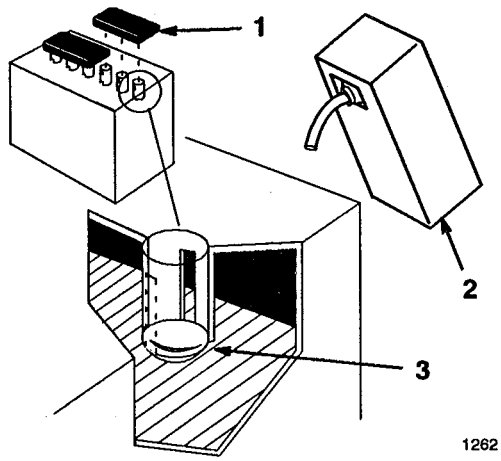

Figure 5
2. Remove the filler caps from the battery. Slowly pour electrolyte into each cell until the electrolyte level is up to the lower part of the tube (Fig. 5). Use an electrolyte with a specific gravity of 1.265.
5. Slowly pour electrolyte into each cell until the level is once again up to the "UPPER" line on the battery case (Fig. 5), then install the filler caps.